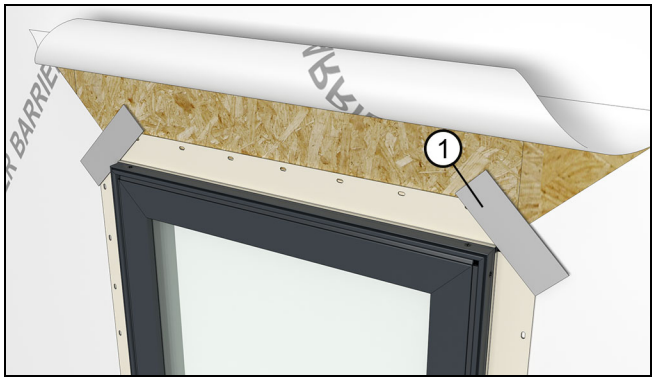

Figure 48
2. On units that use nailing fin, apply a 2" x 4" strip of flashing material at 45 degrees to the corner, bridging the gap between the nailing fin. Do this at all 4 corners. See Figure 48.